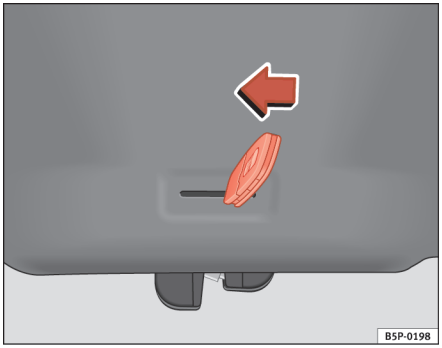

Fig. 66 Bagklap: nødoplåsning
– Sæt nøglen i slidsen, og lås låsesystemet op ved at bevæge nøglen fra højre mod venstre i pilens retning ⇒ fig. 66. ■